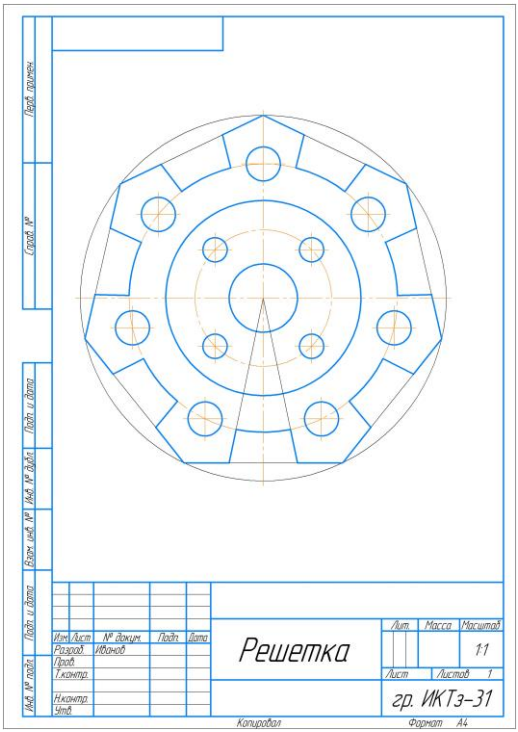

Рис. 5.30
14) Заполните основную надпись (рис. 5.30):